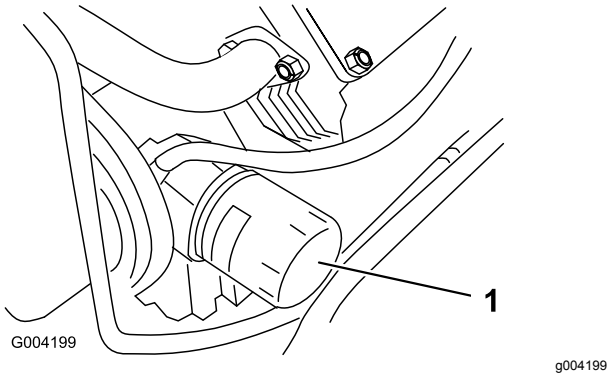

**Figur 38**
4. Ta bort det gamla filtret (Figur 38) och torka rent ytan på filteradapterpackningen.